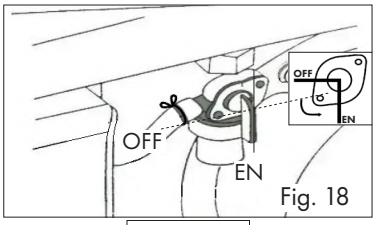

Fig. 18
4. Abrir el grifo de combustible, ver Fig. 18.